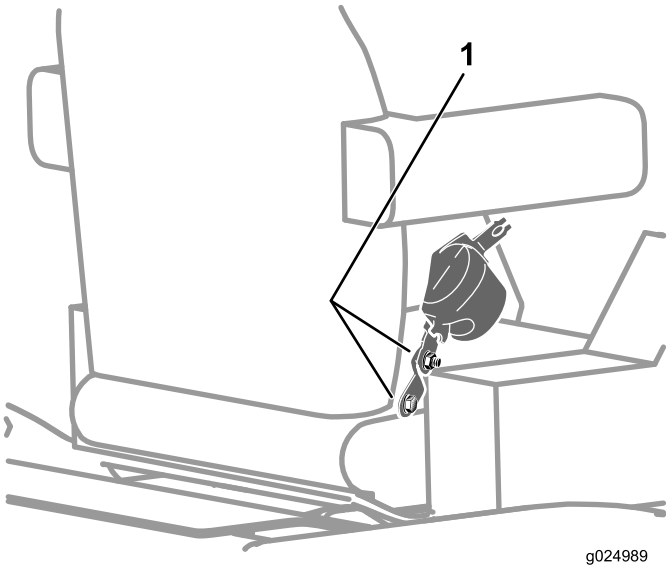

Figure 113
2. Check that the bolts and nuts that attach the seat-belt retractor and buckle to the seat are torqued to 47 to 61 N-m (35 to 45 in-lb); refer to Figure 113.